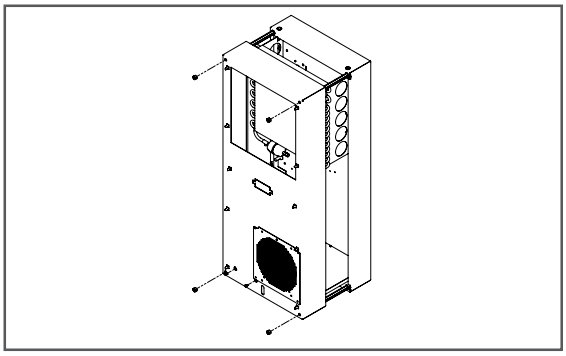

Figure 4
4. Dévissez les quatre écrous du capôt avant, puis tirez-le vers l'avant sur environ 5 cm (voir la Figure 4, à la page 9).